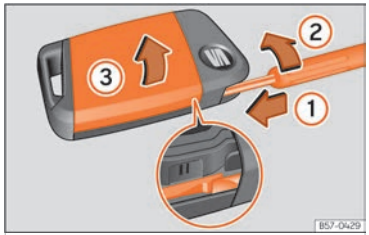

Fig. 46 Vehicle key: opening the battery compartment.
- Insert a flat blade screwdriver into the vehicle key, through the outer guide of the emergency key, approx. 1 cm in the direction of the arrow ››› Fig. 46 ①.
- Turn the screwdriver clockwise until the cover opens ››› Fig. 46 ②
- Open the cover in the direction indicated by the arrow ››› Fig. 46 ③ and remove it ››› ⓘ.